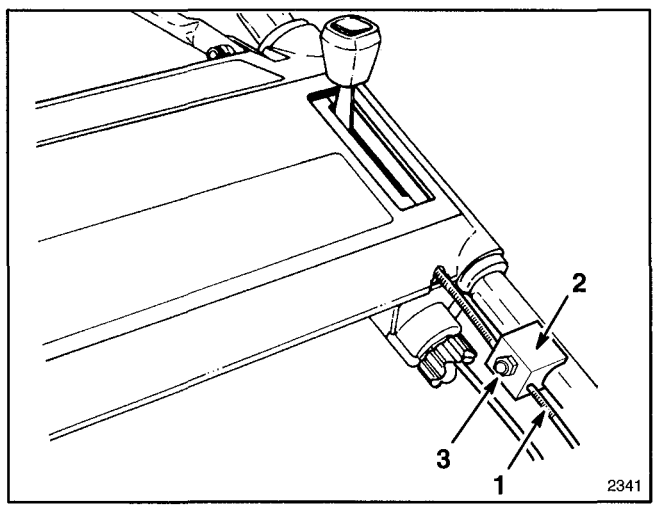

Figure 20
3. ADJUST CABLE (Fig. 20)–Loosen the nut on the cable bracket. Insert a 1/8" object between the brake control bar and handle. Pull down on the cable conduit until all slack is removed from the wire. Then tighten the nut on cable bracket.